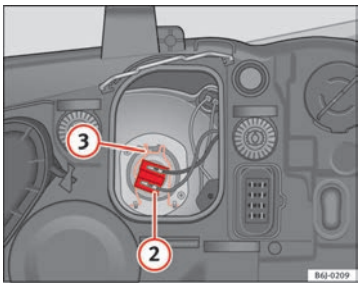

Fig. 142 Dipped beam headlights
– Remove the connector ⇒ fig. 142 (2) from the bulb.
– Unclip the retainer spring ⇒ fig. 142 (3) pressing inwards to the right.